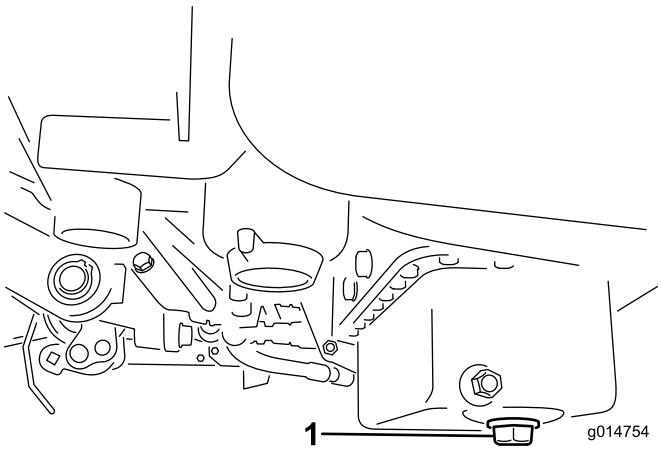

Figur 42
1. Fjern tappepluggen, og la oljen renne ned i et tappefat. Når oljen slutter å renne, setter du tappepluggen på igjen (Figur 42).